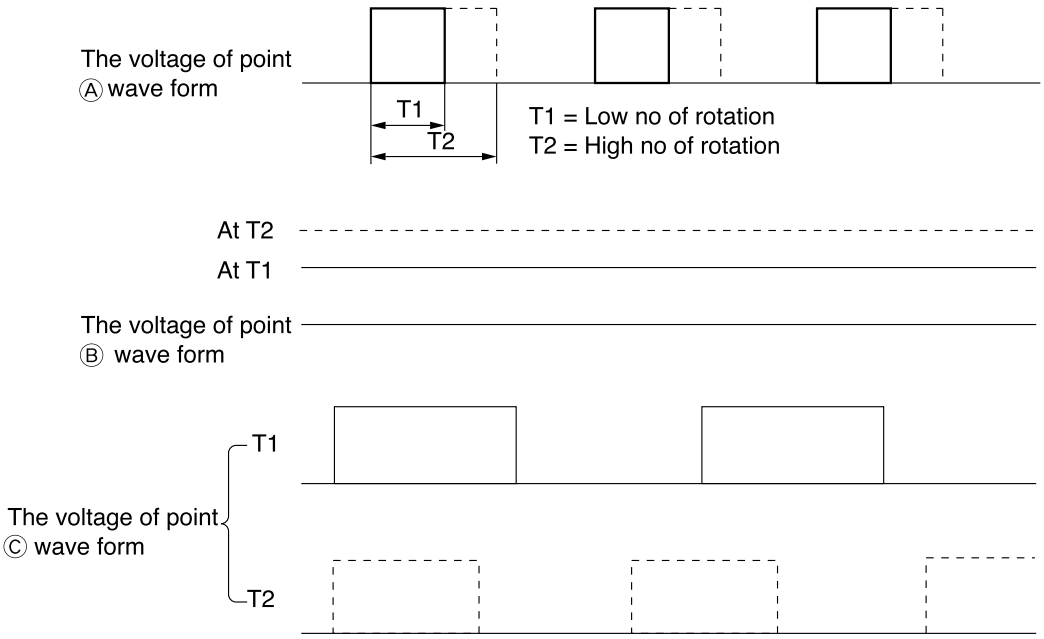

Fig. 6-2
- The 15.7 kHz PWM pulse shown in Fig.6-2 from the micro computer pin ⑤④ is output to point Ⓐ. The width of this pulse changes with instruction number of rotations.